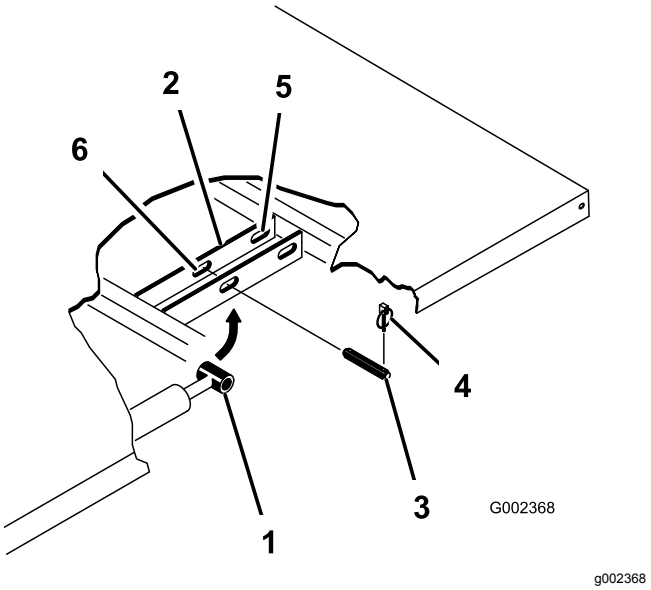

図 30
3. シリンダの外側端部からリンチピンを外す図 30。
4. シリンダロッドの端部を荷台取り付けプレートのスロットに固定しているクレビスピンを内側に押し込んで外す(図 30)。
5. ピボットブラケットをフレームに固定しているリンチピンとクレビスピンを外す図 30。